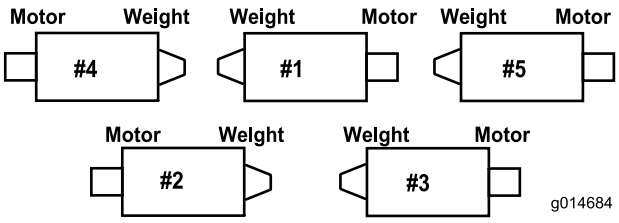
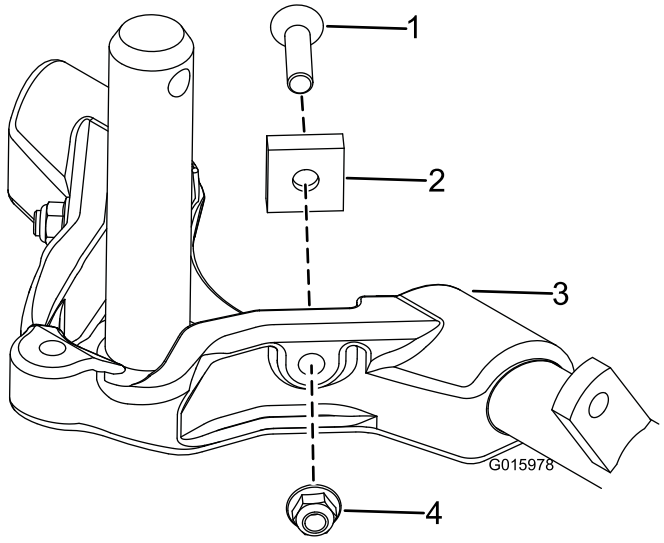

Figure 11
Figure 13
6. On 27 inch cutting units only, increase the steering on the rear cutting units by removing the (2) pivot spacers, hex socket screws and flange lock nuts (Figure 13) from the rear (#2 and #3) cutting unit carrier frames (Figure 11).